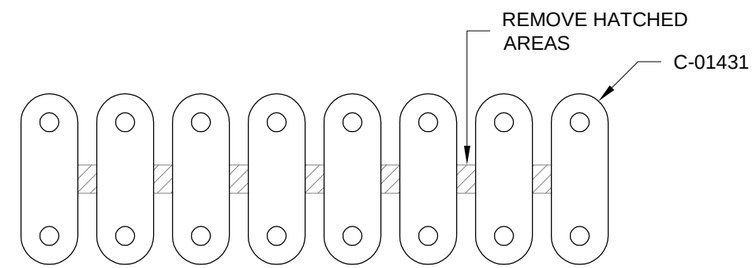

FIGURE 4: LATCH LINKS
Step 11: Separate the C-01431 Latch Links as shown in Figure 4.